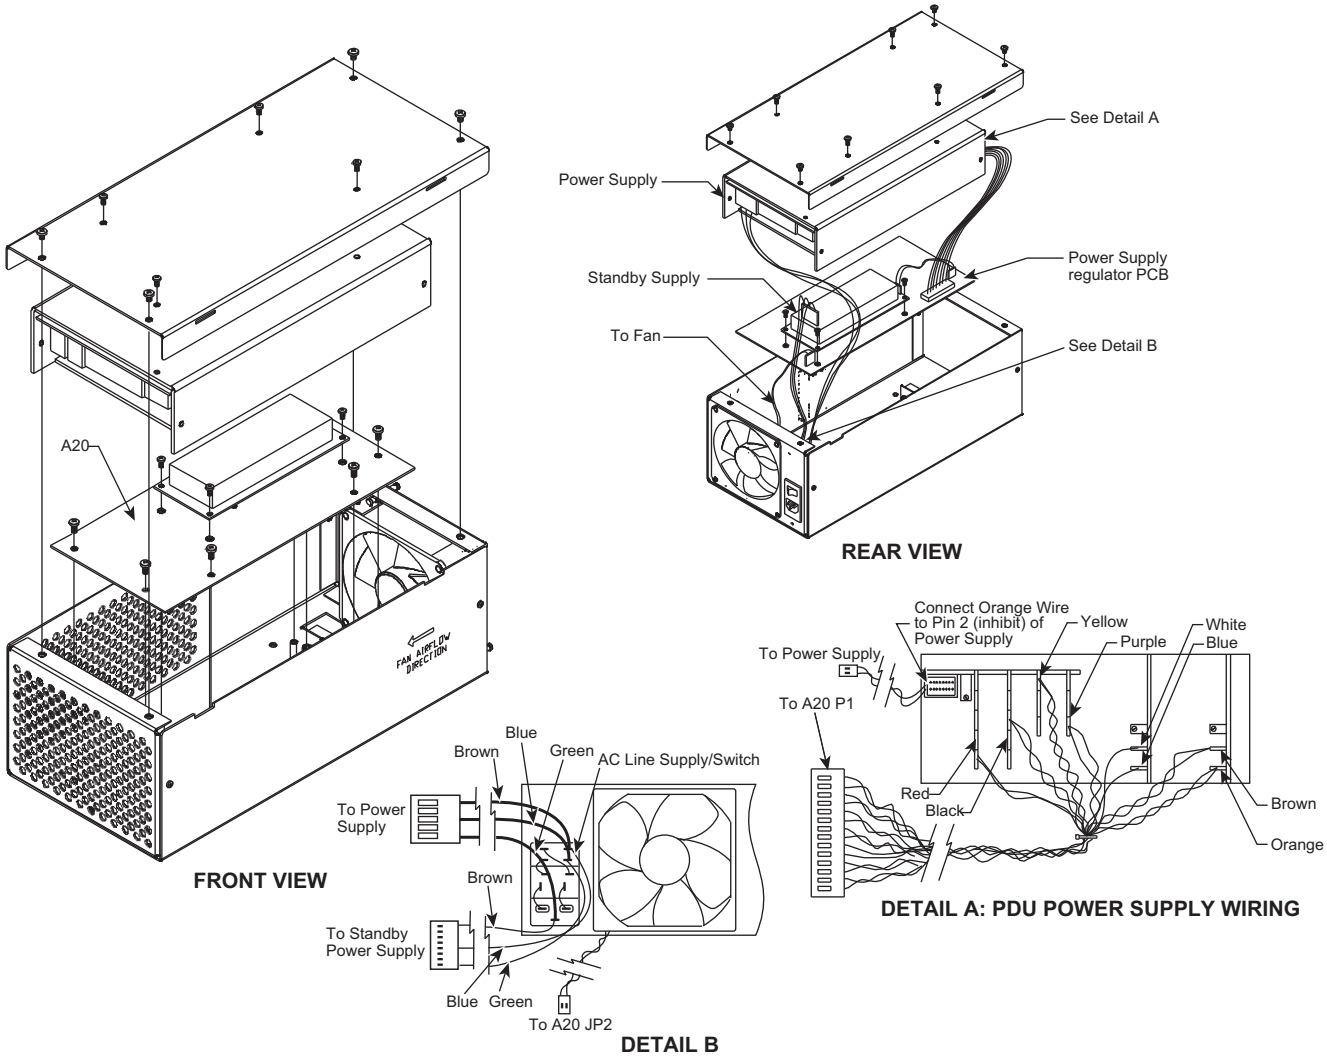

Figure 7-14. Power Supply Assembly
4. Use a Phillips screw driver to remove the four screws that secure the top subassembly (cover and PDU power supply unit) of the power supply assembly. Refer to Figure 7-14 on the following page.
5. Carefully lift the top subassembly off the power supply assembly. Hold the top subassembly securely. Disconnect the power input cable at connector J1 located to the rear of the PDU power supply unit. See Figure 7-14.